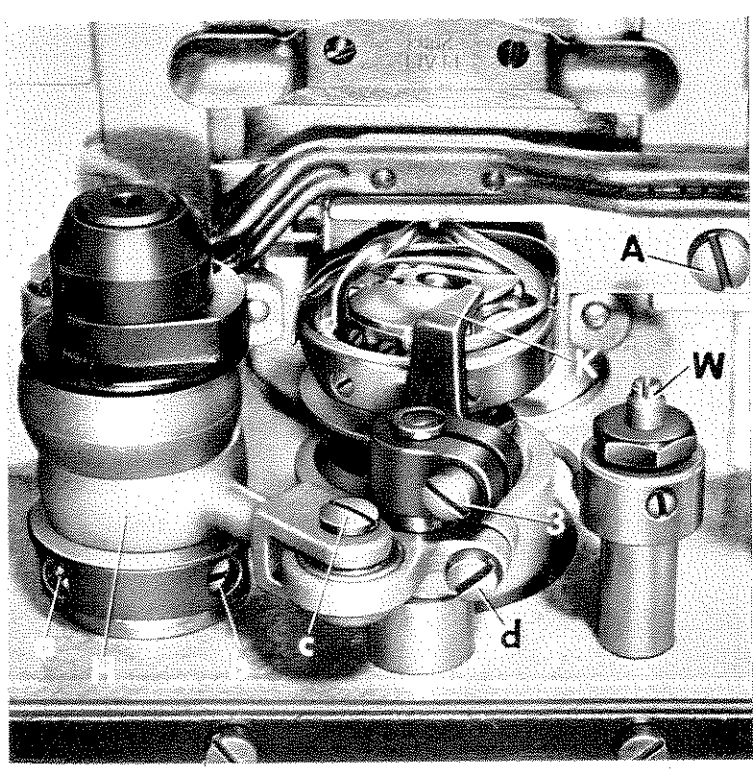
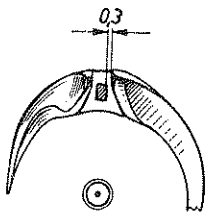

Fig. 30
Fig. 32
2. Poner la barra de aguja y el tirahilo para arriba todo lo que da, eso es si fuera posible mover el volante de maniobra. En el caso contrario habrá de sacarse primeramente la pieza de retención **A** (fig. 30).
3. Luego, habiéndose aflojado el tornilla de apriete **e**, girar el librador de hilo hacia el frente fuera de la zona del garfio (fig. 30).
El movimiente oscilante del dedo del librador de hilo tiene que producirse en tal forma que el dedo del librador de hilo vaya apretando el saliente de arrastre del portacápsula en su oscilación hacia la izquierda solamente a tal grado que la pieza de retén de la cápsula venga a quedar entre las dos levas de retén del portacápsula, dándole paso libre al hilo de la aguja. Para hacer el ajuste se gira el librador de hilo **K** sobre su eje después de haberse aflojado el tornillo de apriete **3.** (fig. 32, extensión de paso 0,3 mm). Importante es el ajuste del momento exacto del movimiento del librador de hilo, lo que se puede hacer, después de haber aflojado los dos tornillos de fijación **a** y **b**, girando el excéntrico trasero sobre el eje elevador del transportador (fig. 30).